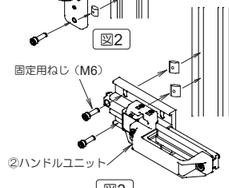

図3
※　取付けの際、①スイッチベースのボルト部挿入口におさまるように固定してください。（5.調整項参照ください）（図3）